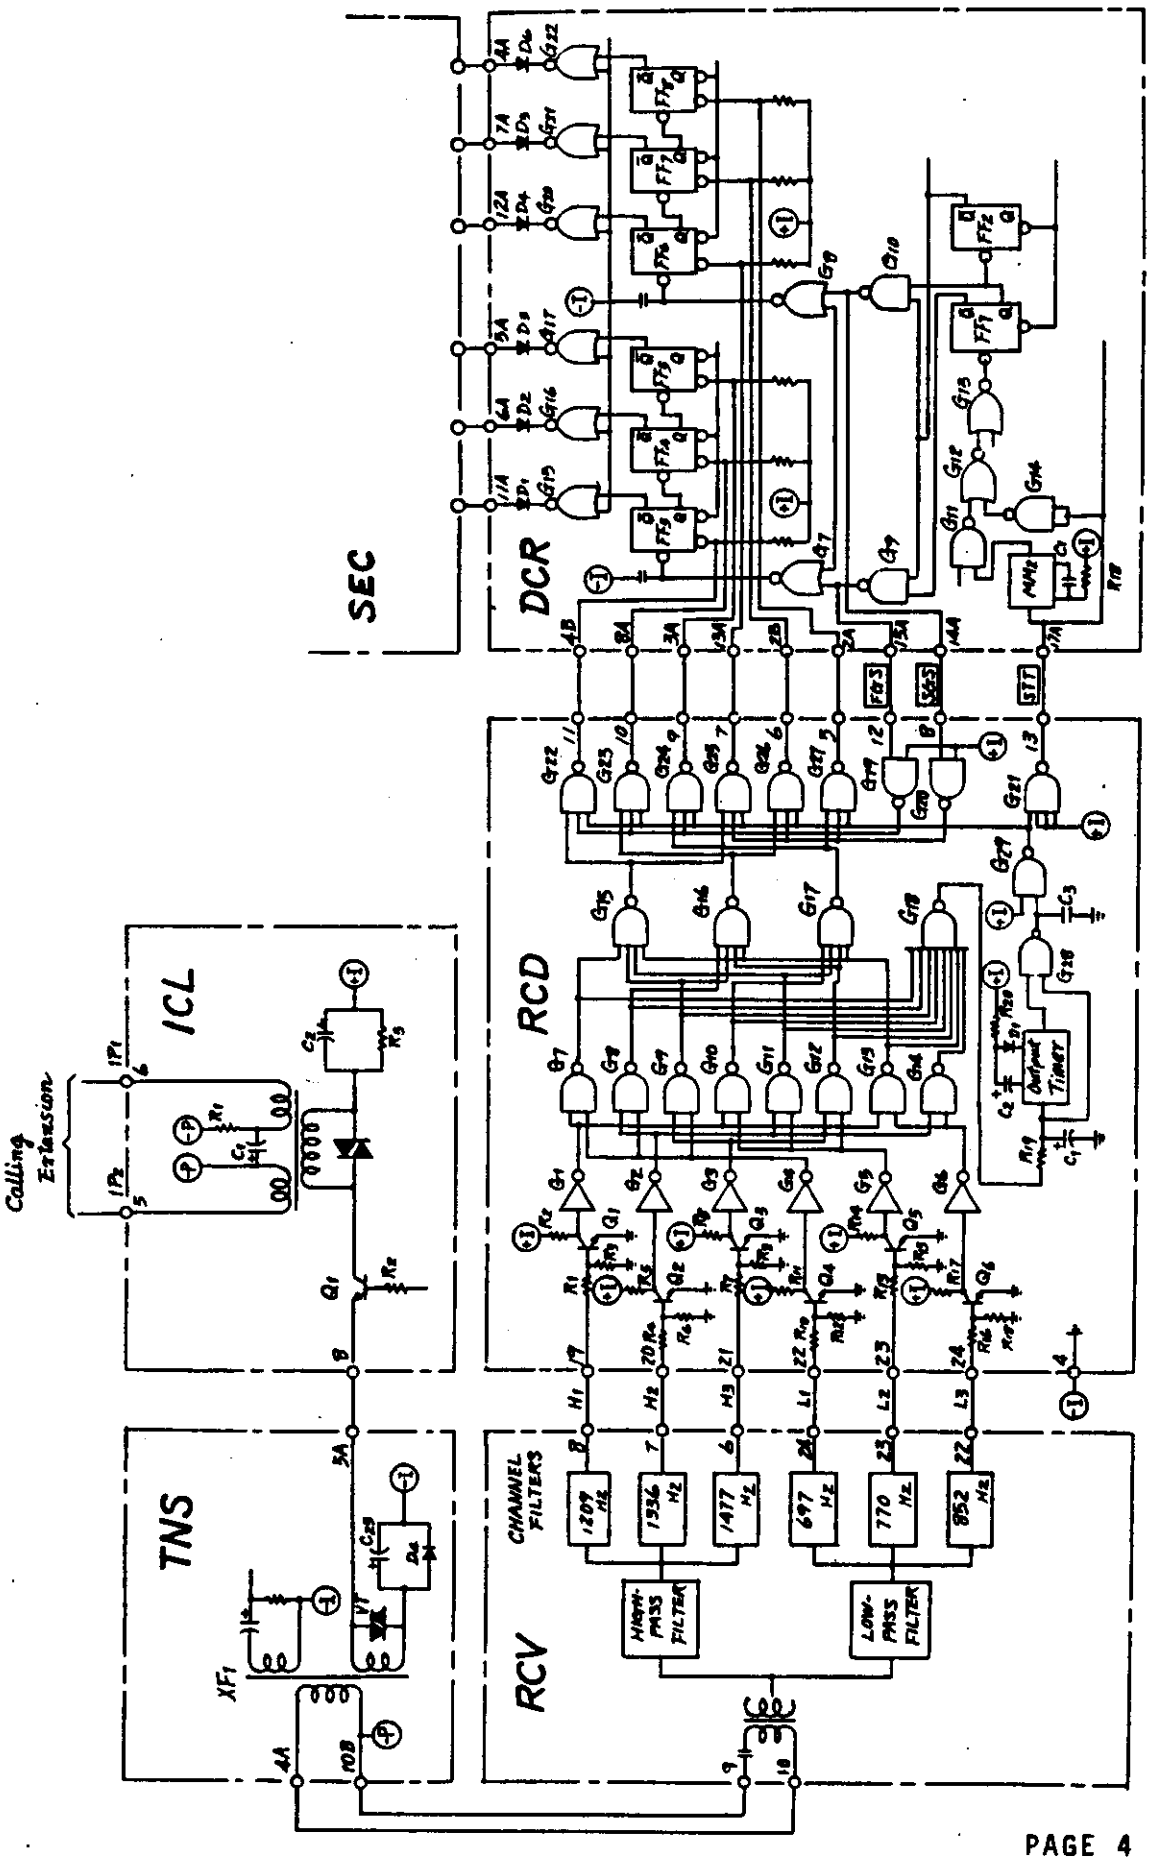

Figure 2 Omega-Tone Receiver Operating Circuit
2.02 Figure 2, BT-2250 KSU CO Lines 14-20 10
b. Figure 2, BT-1530 Schematic 5
b. Figure 2 DSS Assembly (DSS-1) 4
2.02 Figure 2 shows the Omega-Tone Receiver/Decoder operation with the Intercom Dial Register.
2.02 Figure 2 illustrates the BT 2250 KSU wiring plan for CO Lines No. Fourteen (14) to Twenty (20).
READ The following NOTES refer to FIGURE 1 and FIGURE 2 of this section.